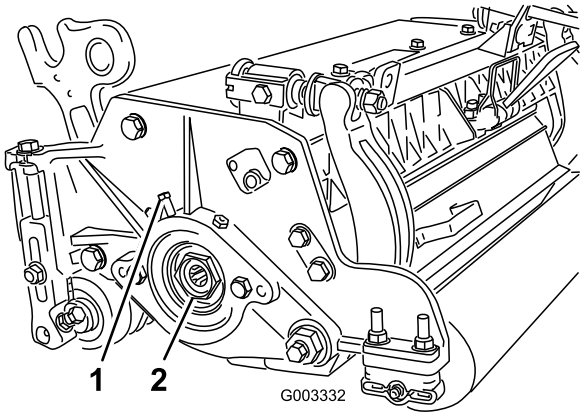

**Figuur 27**
A. Draai de externe stelschroef los waarmee de stelmoer van het lager vastzit aan de lagerbehuizing aan de linkerkant van het maaidek (Figuur 27).